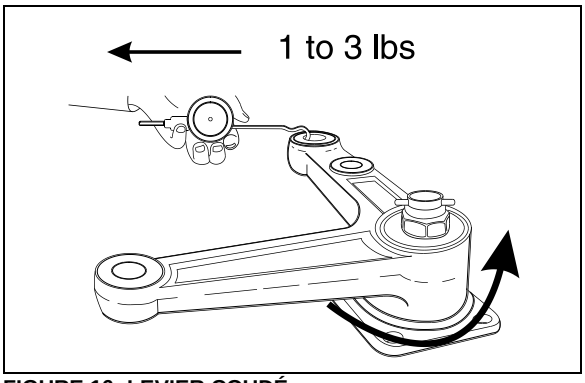

FIGURE 16: LEVIER COUDÉ 16045
11. Dévisser l'écrou jusqu'à ce que le levier coudé ou le bras de renvoi commence à tourner avec l'application d'une force 1 à 3 lb comme illustré à Figure 16.